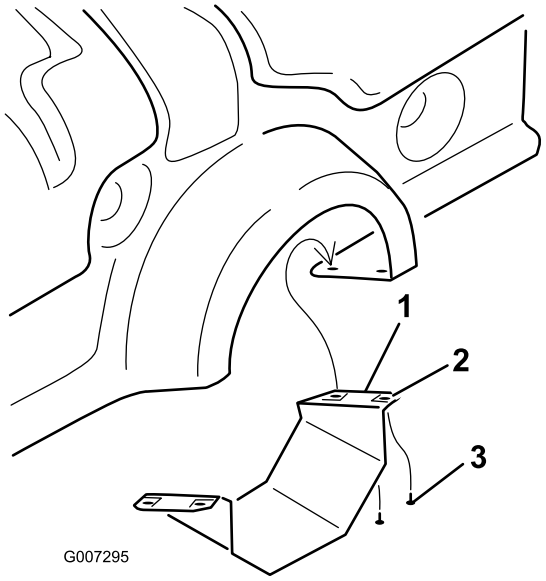

**Figur 7**
1. Afmonter kraftudtagets nederste afskærmning (kun på ProCore 864) (Figur 7).